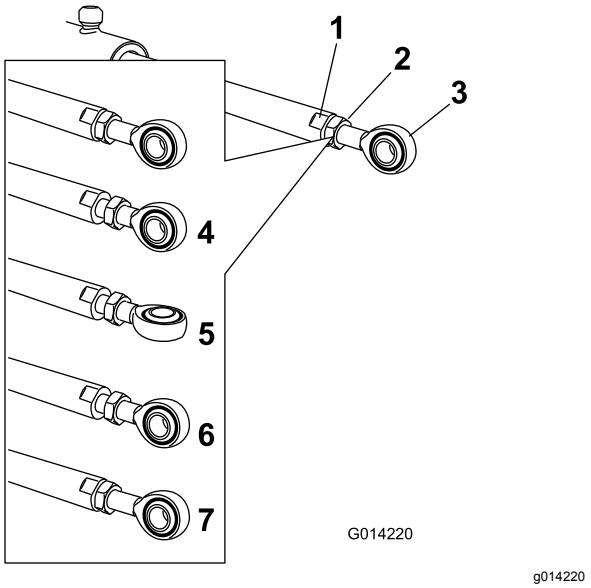

Figuur 14
5. Zet een moersleutel op de platte kanten van de actuatorstang om deze te immobiliseren en zet vervolgens de contramoer los zodat de oogstang kan worden bewogen (Figuur 14).
6. Draai de oogstang in de actuatorstang om de uitstekende actuator te verkorten of te verlengen tot de gewenste stand (Figuur 14).